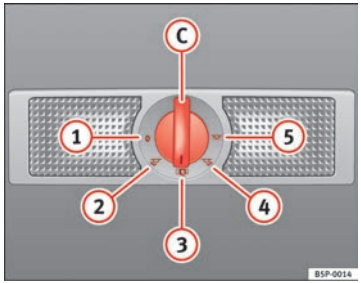

Fig. 79 Interior roof trim: rear interior lights and reading lights.
The switch ⇒ fig. 79 (C) is used to select the following positions:
In switch position ⇒ fig. 79 (1), the interior and reading lights are switched off.